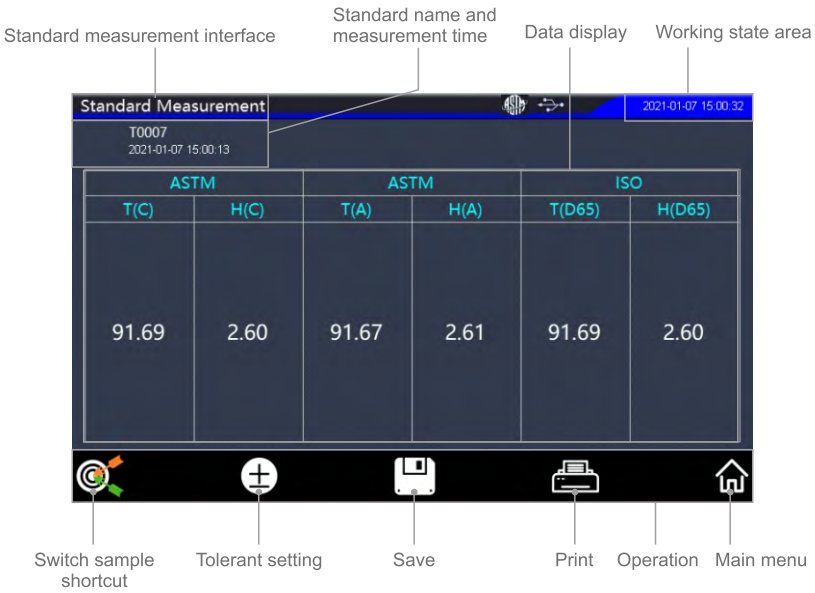
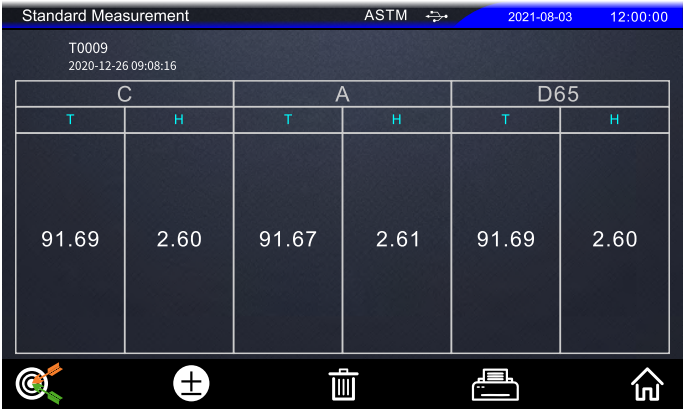

Figure 15 Standard measurement interface
Figure 21 The average measurement completion interface for a group of standard
The upper part of the standard measurement interface is divided into working state area, which is used to display the current setting working state, including: interface name, ASTM and ISO switching state, USB connection state, system time, etc. The middle part is the data display area, showing the measurement data of the current standard; At the bottom is the operation key area. Click the corresponding operation key to realize the operation of the current data as shown in figure 15.
6.The measurement is completed, as shown in Figure 21. If the automatic storage function is enabled (please refer to Section 3.6.1 for the setting method of the automatic storage function), the average measurement results will be automatically stored in the average measurement mode, and the results of each measurement will be automatically stored in the continuous measurement mode. If the automatic storage function is not enabled, the save button will appear below the measurement interface " " (The interface with no automatic storage function is enabled, as shown in Figure 15). Click in the average measurement mode to store the average measurement result, and click in the continuous measurement mode to store only the last measurement result. After saving, the "Save" button will automatically change to "Delete" button " " ;